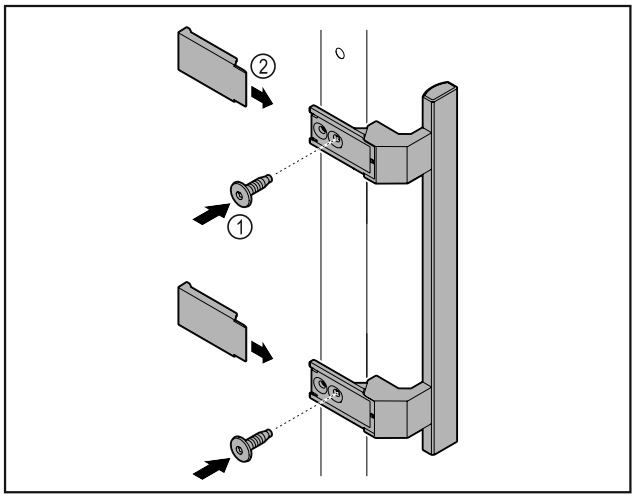

Fig. 3
▶ Установите на двери ручку из набора принадлежностей, используя прилагающиеся винты *Fig. 3 (1)*.
▶ Установите крышку *Fig. 3 (2)*.